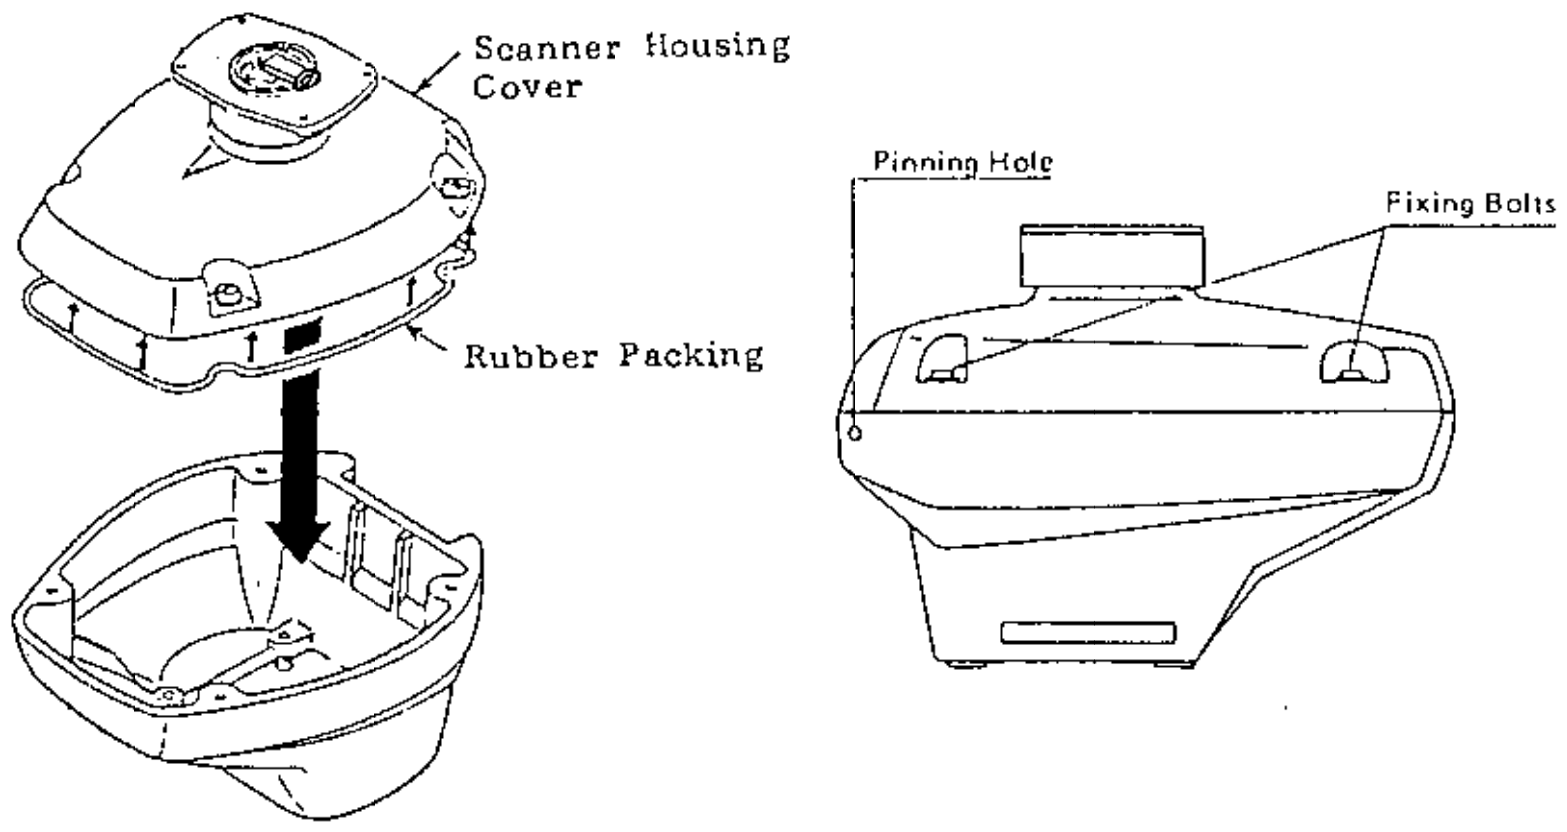

Fig.6-5 Assembling of Scanner Housing
1. Place the scanner housing cover onto the scanner housing. Apply grease to the rubber packing. Making sure the packing rests properly in the groove, fasten the four fixing bolts temporarily by hand as shown in Fig.6-5.
2. Apply grease to the two slot pins and insert them into the pinning holes shown in Fig.6-5 until the pin head becomes flush with the scanner housing surface. It is recommended to use a wooden hammer to avoid damaging the cosmetic paint.